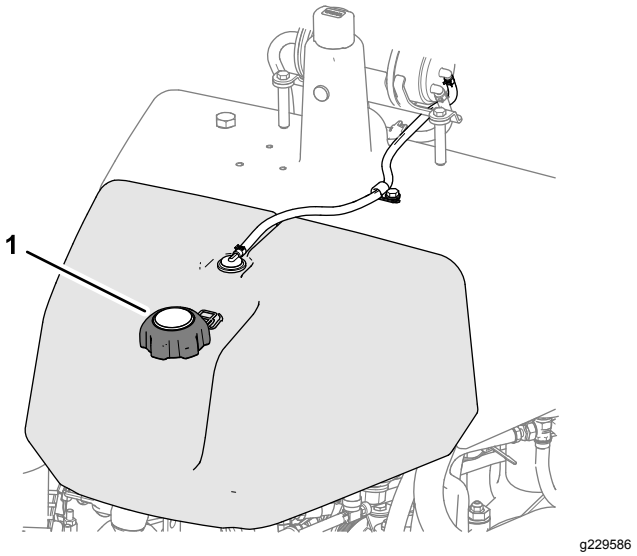

Figur 24
1. Rengør området omkring brændstofdækslet og afmonter det (Figur 24).